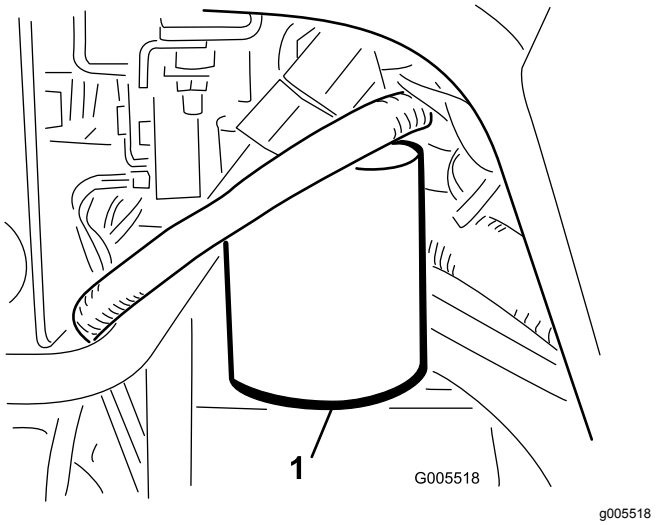

**Figuur 50**
1. Reinig de omgeving van de plaats waar het filter wordt gemonteerd (Figuur 50). Plaats een opvangbak onder het filter en verwijder het filter.